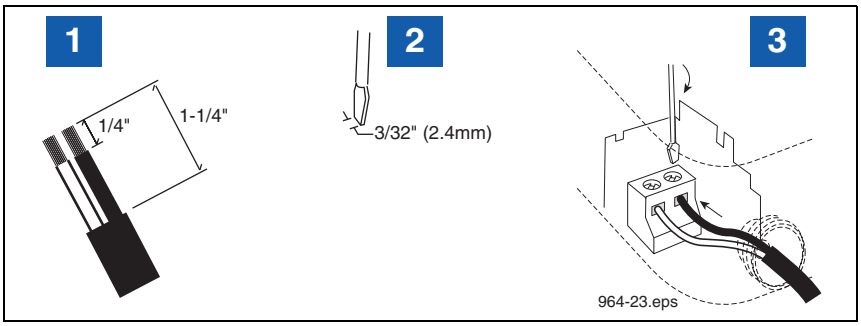

**Figure 17. Connecting Input Wiring To Transmitter Terminal Blocks**
4. Strip back cable jacket and wires as shown in Figure 17.
| LEGEND FOR NUMBERED BOXES IN Figure 17 | |
7. Strip back cable jacket and wires as shown in Figure 17.
5. Slide the nut over the cable. Choose the correct size bushing and slide it over the cable. Dress the cable jacket according to the dimensions in Figure 17. Insert the cable into the appropriate opening at the bottom of the housing. Insert each wire into the appropriate terminal and tighten. Leave a small amount of slack in each wire. Slide the bushing into the bottom of the housing. Hand tighten the nut.
9. Slide the nut over the cable. Choose the correct size bushing and slide it over the cable. Dress the cable jacket according to the dimensions in Figure 17. Insert the cable into the appropriate opening at the bottom of the housing. Insert each wire into the appropriate terminal and tighten. Leave a small amount of slack in each wire. Slide the bushing into the bottom of the housing. Hand tighten the nut.